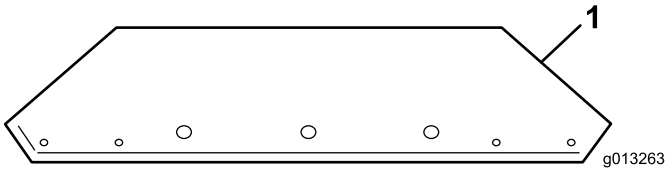
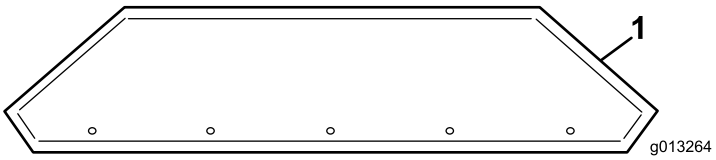

Figur 10
Figur 11
1. Packa upp trågförlängningen och se efter vad som ska sitta fram och bak (Figur 10 och Figur 11).